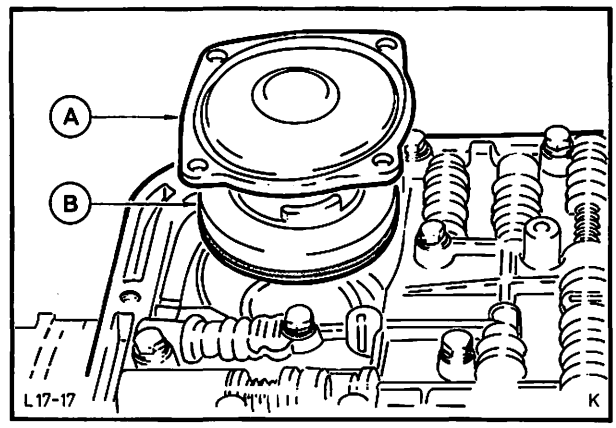

Abb. 113 Hinterer Servo
3. Hinteren Servo-Deckel abschrauben und Dichtung abnehmen. Servokolben herausziehen und, falls erforderlich, O-Ringe erneuern. Abb. 113.